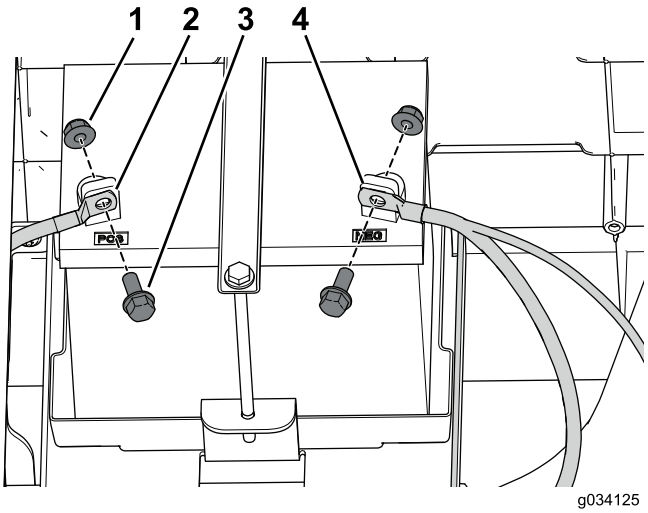

Figure 48
1. Use the bolt and nut to secure the positive (+) cable to the battery terminal (Figure 48).
2. Use the bolt and nut to secure the negative (–) cable to the battery terminal (Figure 48).